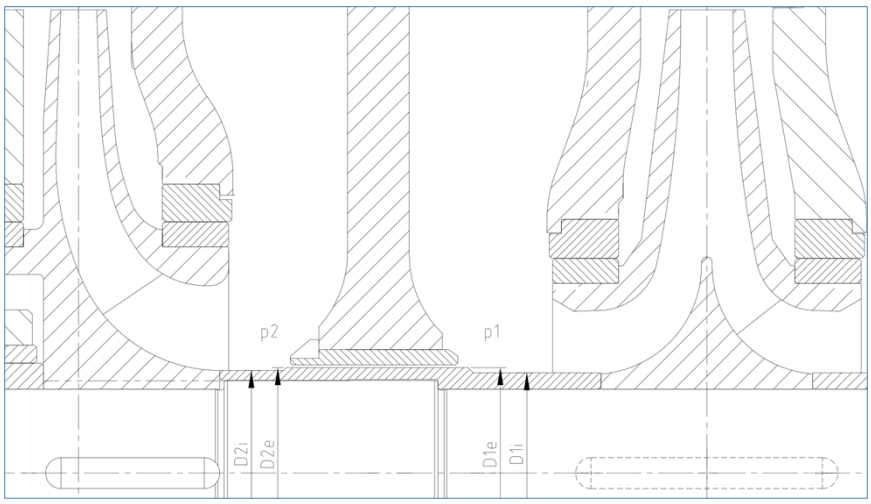

Figure 4.4: Interstage sleeve between 1st stage (double suction) and 2nd stage (single suction) impellers.
2) If the interstage sleeve is installed downstream a double suction impeller (refer to *Figure 4.4*), p_1 is the pump's suction pressure and p_2 is the suction pressure of the next stage impeller (equal to the total differential pressure of the previous stage, downstream the volute or the diffuser).